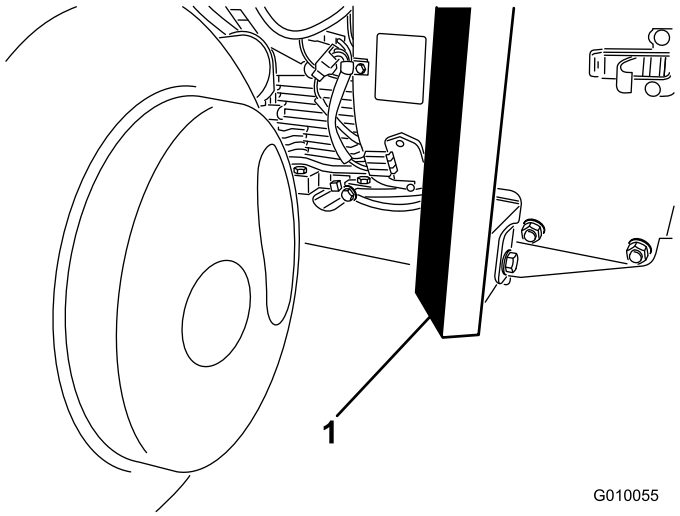

Figur 41
2. Plasser jekken trygt under den fremre delen av rammen (Figur 41).